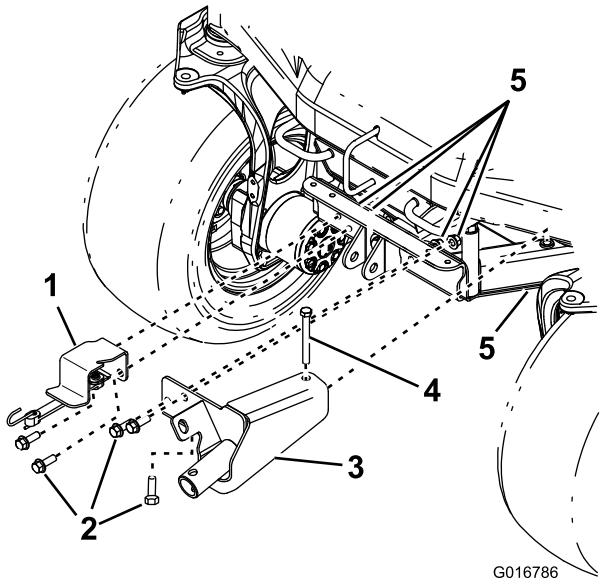

Figura 5
2. Sujete el soporte auxiliar del gato al bastidor de la máquina con 2 pernos de cabeza hexagonal con arandela prensada y 2 contratuercas (Figura 5).
3. Monte el soporte de acoplamiento del gato en el bastidor de la máquina con 3 pernos de cabeza hexagonal con arandela prensada (1/2 x 1-1/2 pulgadas), un perno de cabeza hexagonal (1/2 x 4-1/2 pulgadas) y 4 contratuercas (Figura 5).